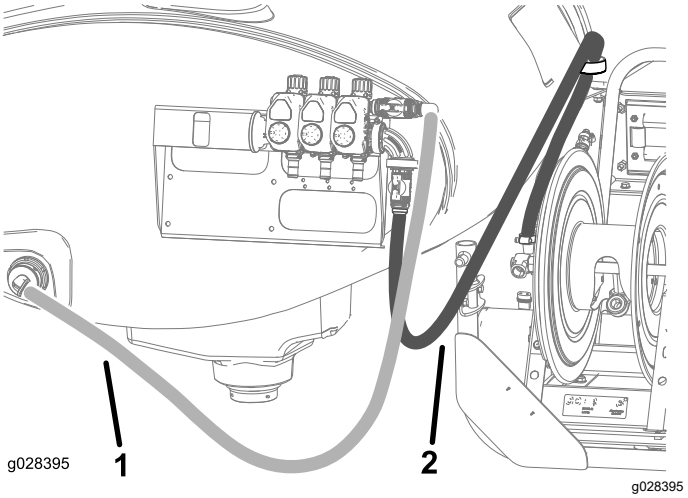

Figure 22
15. Route the hose-reel supply hose as shown in Figure 22 and attach it to the hose reel with a hose clamp.